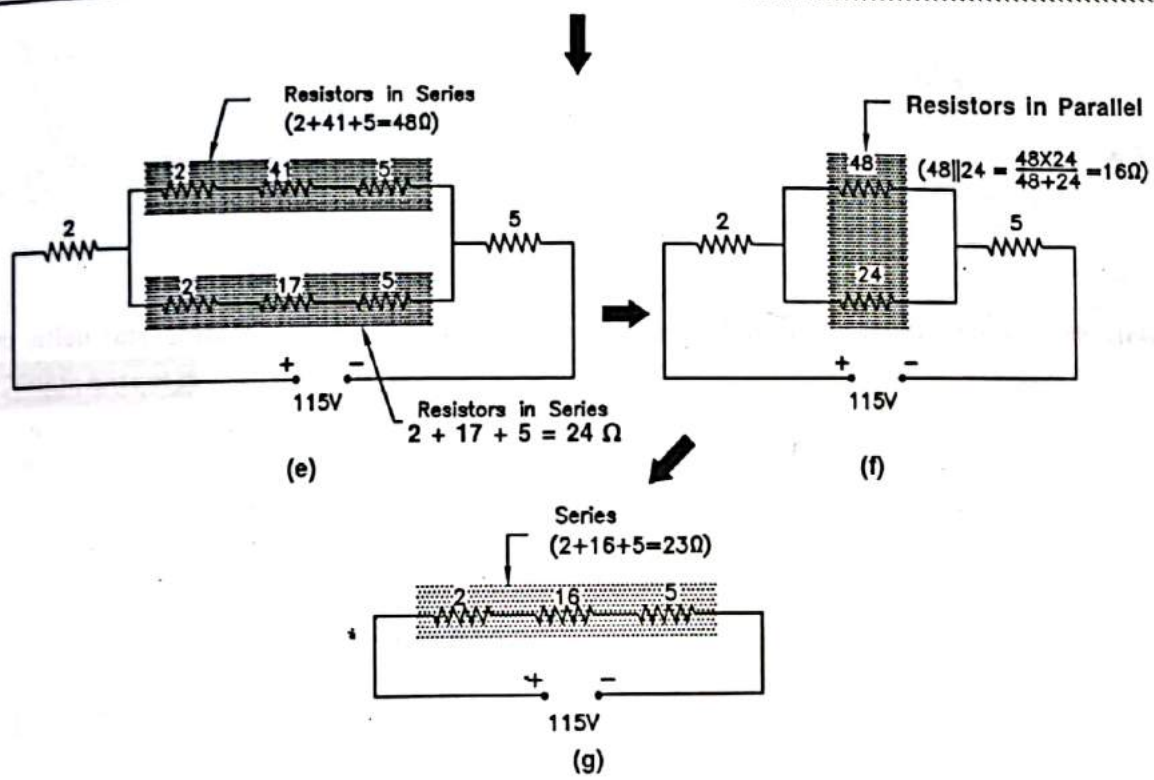

FIG. 1.52
- The resistances of 11 Ω and 4 Ω are in series and similarly 2 Ω and 4 Ω are in series. Combining the series combinations we get the circuit as shown in Figure 1.52 (a).
After Δ/Y transformation, the network can be represented as shown in Fig. 1.52(d).
The above circuit can be redrawn as shown in figure 1.52(e).
Now above network of Fig. 1.52(e) can be represented as shown in Fig. 1.52(f).
In the circuit of figure 1.52(f) 24 Ω and 48 Ω resistors are in parallel and this parallel combination is in series with 2 Ω and 5 Ω resistors.
The current through 17 Ω resistor is the same as the current in 24 Ω resistor of Fig. 1.52(f). The circuit current divides in 24 Ω and 48 Ω. So current in 17 Ω resistor is given by,